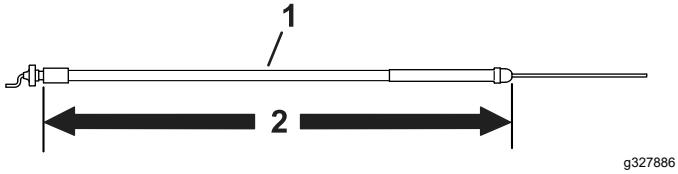

Figur 7
- Använd gasvajern som är 158,3 cm lång för alla modeller, förutom traktormodell 04056. Se Figur 7.